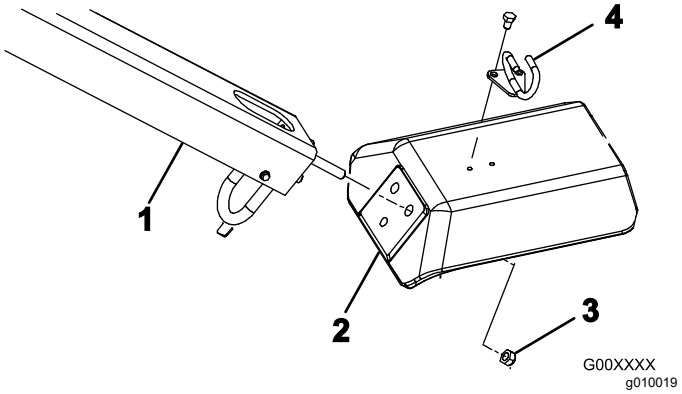

Rysunek 4
2. Wsuń montażowe kołki gwintowane uchwytu w otwory w widełkach (Rysunek 4).
3. Zamocuj kołki gwintowane uchwytu do widełek (Rysunek 4) za pomocą trzech przeciwnakrętek (½ cala).
5. Zamocuj prowadnicę przewodu do górnej części widełek (Rysunek 4) za pomocą dwóch śrub (5/16 x ½ cala).